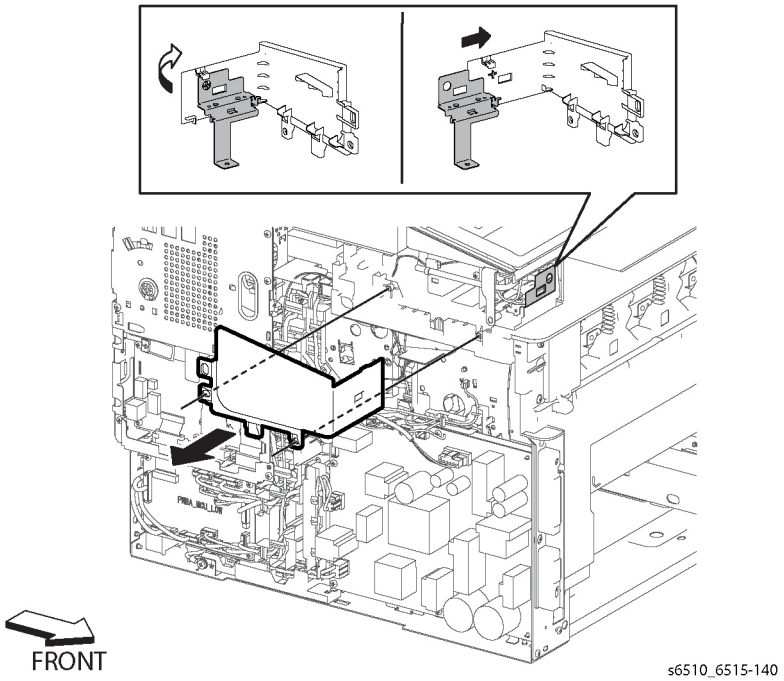

Figure 1 Remove the Left Side IIT Cover (MFP)
2. Refer to Figure 1 to slightly bend the Left Side IIT Cover in the direction of the arrow, and slide the cover to release the boss from the Bracket A.
3. Refer to Figure 1 to remove the Left Side IIT Cover in the direction of the arrow.